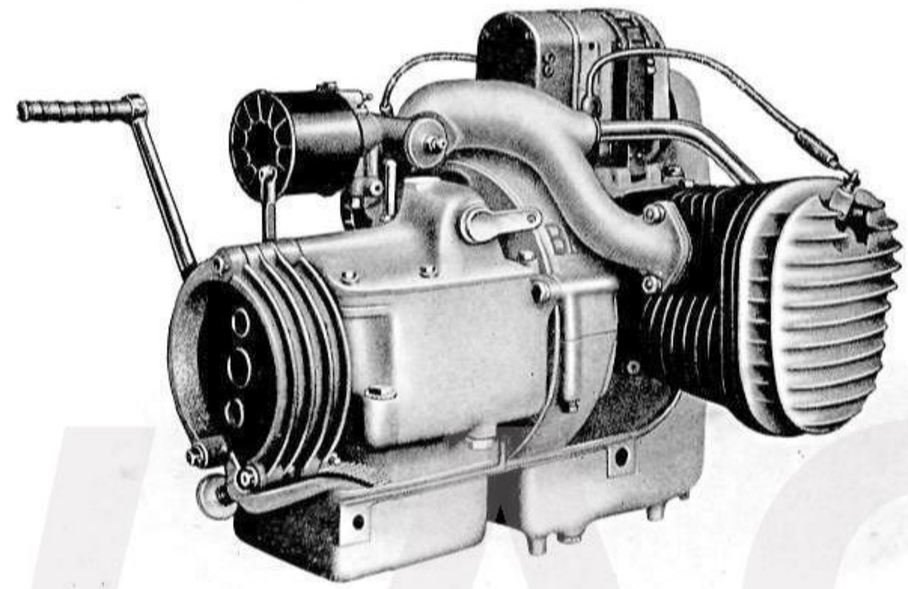

Abb. 5 Motor der Einvergaser-Tourenmaschine
1. Allgemeines: Motor mit Kupplung und Getriebe sind nach bewährter Bauart zu einem Block vereinigt. (Abb. 5.) Seine Befestigung erfolgt auf den Untergurten des Preßrahmens mittels durchgehender Verbindungsbolzen, nach deren Lösen der ganze Block abgenommen werden kann. Dies ist aber nur bei vollständiger Überholung erforderlich.